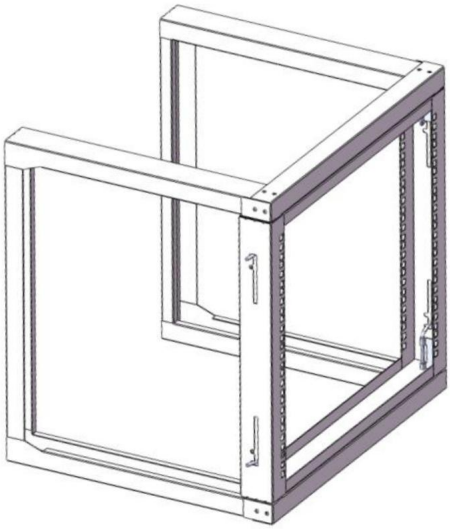

Figura 5
5. Siga los mismos pasos que en el paso 4. Bloquee uno por uno los 2 pestillos de la puerta del lado izquierdo del conjunto de puerta (3) en el marco. Asegúrese de que el conjunto de puerta esté fijo. Vea la Figura 5.